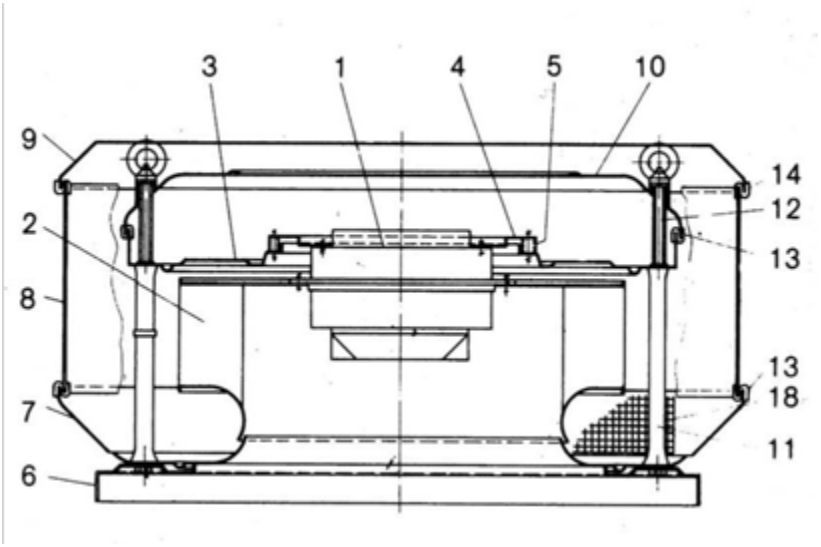

Abb. 40: DRV
4. Regenhaube (Abb. 40/10) entfernen.
5. Ausblasgitter (Abb. 40/8) entfernen.
6. Schrauben und 6-Kt. Bolzen (Abb. 40/12) entfernen.
7. Befestigungsplatte (Abb. 40/3) mit Motor (Abb. 40/1) und Laufrad (Abb. 40/2) abheben.
12. Ausblasgitter (Abb. 40/8) anbringen.
13. Regenhaube (Abb. 40/10) aufsetzen.